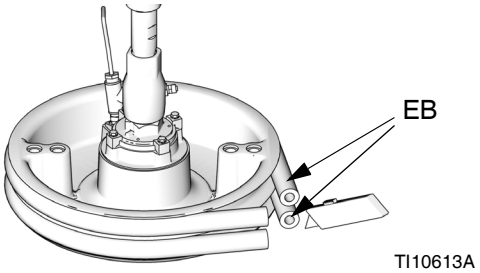

FIG. 33
2. Apague el interruptor de la caja de conexiones de alimentación (AK) y el interruptor de desconexión (AZ).
3. Para sustituir rascadores desgastados o dañados (EB), levante el plato para sacarlo del bidón. Retire el bidón de la base. Recoja y seque el fluido del plato.
4. Corte el rascador o rascadores (EB) con una cuchilla y retírelo del plato. Consulte la FIG. 33.